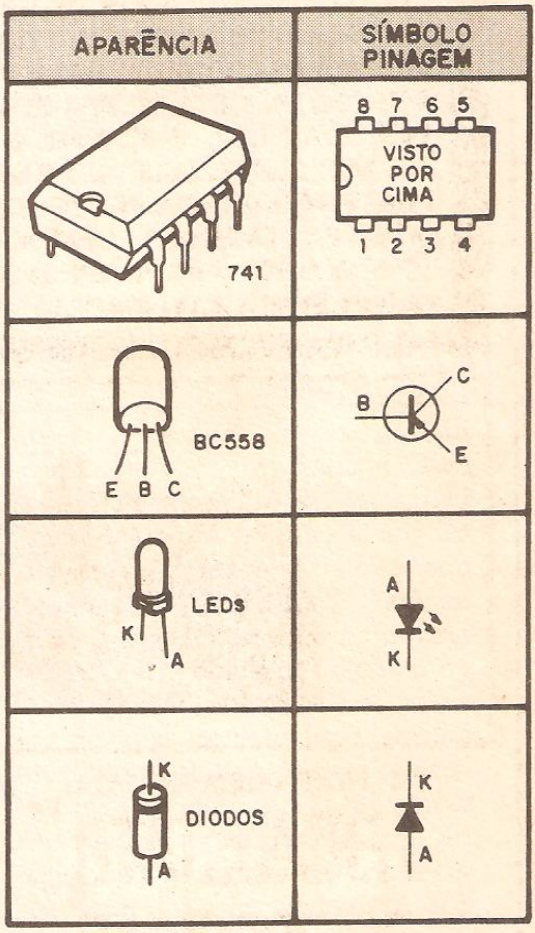

Fig.2
- FIG. 2 - PRINCIPAIS COMPONENTES DA MONTAGEM - Como sempre acontece na descrição das Montagens Práticas aqui do ABC, para benefício dos "Alunos" recém-chegados (e também para apresentar aos "veteranos" da "Escola", os **novos** componentes...), mostramos na ilustração as aparências, símbolos e pinagens das principais peças do circuito... A "novidade" **mesmo** é o Integrado 741, com suas 8 "pernas", cuja identificação numérica é feita contando-se os temrinais em sentido anti-horário (olhando-se a peça por cima), a partir da extremidade que contém uma pequena marca... Ainda na figura, transístor, LEDs e diodos (já "velhos companheiros de montagens" dos "Alunos"...) também são detalhados visualmente....